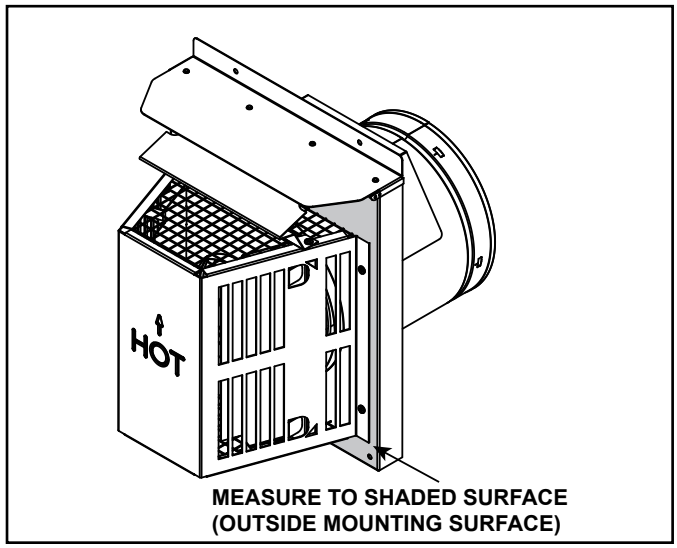

**Figure 4.9 Measure to Outside Mounting Surface**
- Horizontal terminations are measured to the outside mounting surface (flange of termination cap). See Figure 4.9.